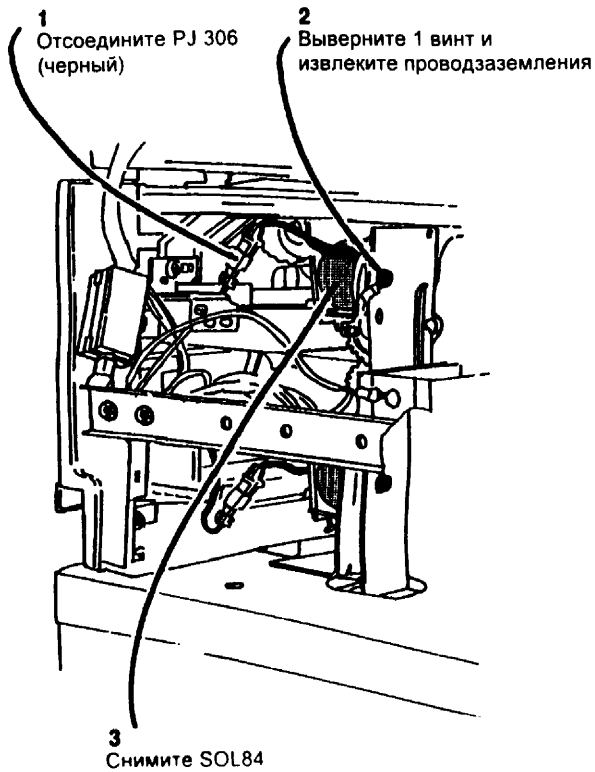

Рис. 1 Снятие соленоида подачи лотка 2
- (Рис. 1) Соленоид подачи лотка 2 SOL84